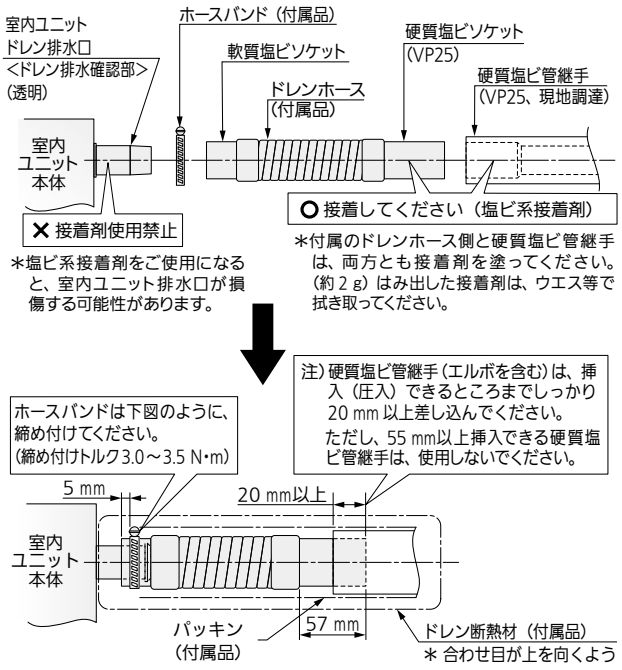

図25
- 図25のようにドレン排水口の段差までドレンホースを挿入し、ホースバンドを段差から 5 ㎜はなしたところに、しっかりと締め付けてください。
- ドレン排水確認後、パッキン（付属品）をドレン排水確認部の付け根よりドレンホースを被うように隙間なく巻いてください。パッキンの合わせ目が上を向くようにしてください。その上にドレン断熱材（付属品）を合わせ目が上を向くように巻き付けてください。　（15ページ　図25）